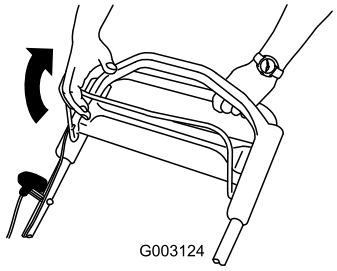

Figur 13
1. Trekk knivkontrollbøylen mot håndtaket (Figur 13).